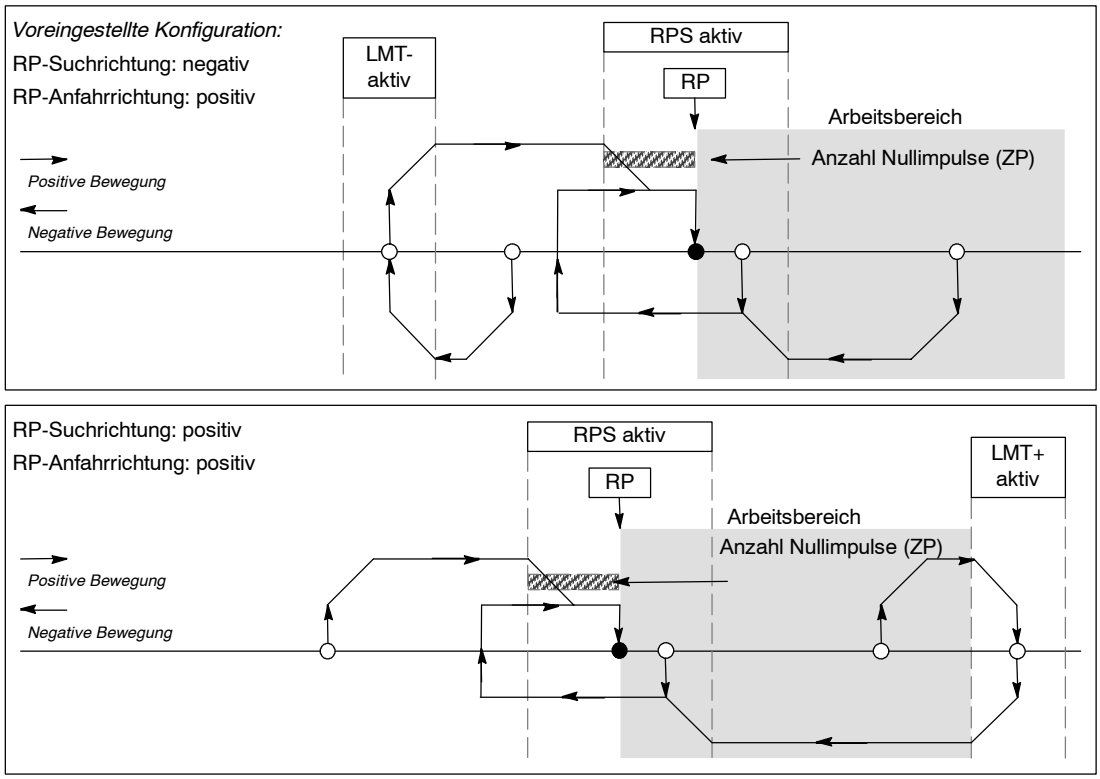

Bild 9-17 RP-Suche: Modus 4
- ❏ Bild 9-17 zeigt zwei der Optionen für den RP-Suchmodus 4. In diesem Modus wird die Lage des RP als angegebene Anzahl Nullimpulse (ZP) innerhalb des aktiven Bereichs des Eingangs RPS ermittelt.